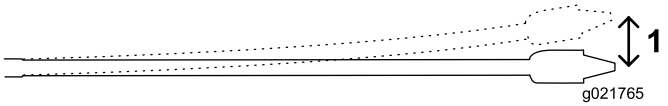

Figure 52
Les tiges de 3 mètres (10 pieds) utilisées sur cette machine peuvent présenter une flèche de 8 % sur toute leur longueur, ce qui correspond à une courbure maximale de 20 cm (8 po) par rapport à une ligne droite (Figure 52).
- Insérez les premiers 3 mètres (10 pieds) d'outil/tige de forage dans le sol en ligne droite. La fin de l'outil de forage sera à 76 cm (30 po) de profondeur (Figure 52).